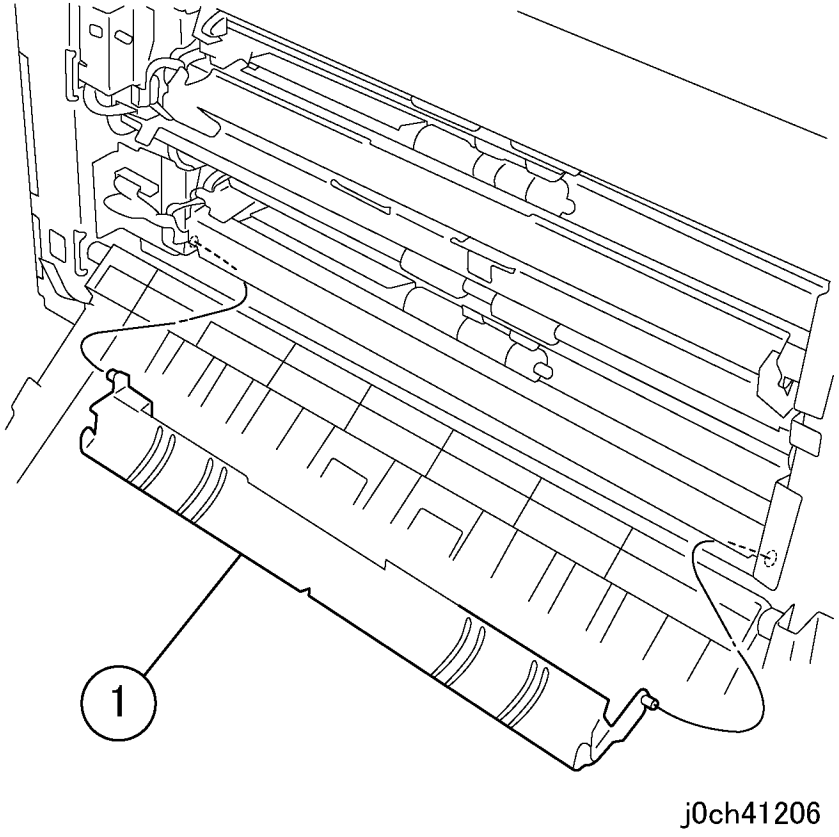

Рисунок 2 Снятие желоба подачи **(j0ch41206)**
5. Снимите желоб подачи (рисунок 2).